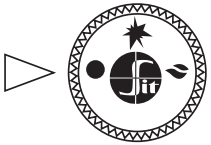

**Рис. 8.**
7.2. В исходном (выключенном) положении ручка управления находится в положении **«точка»** (рис. 8). Пилотная и основные горелки погашены (подача газа к ним заблокирована).